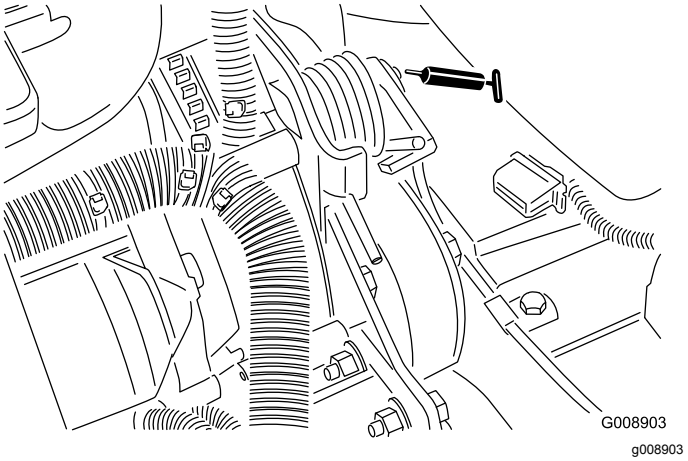

Figur 58
- Remspændingsdrejetap (Figur 58)